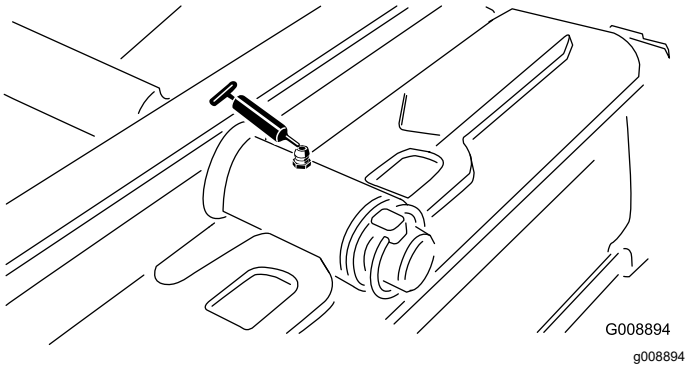

Figuur 45
- Draaipunt van achtermaaidek (Figuur 45)